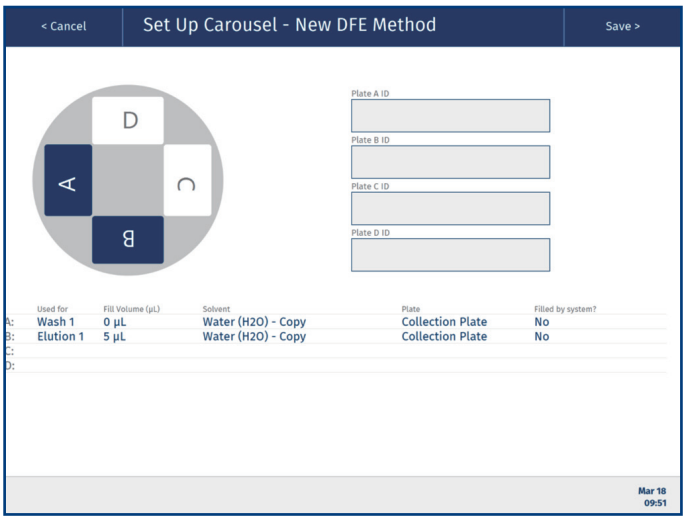

图 56. 在 Extrahera HV-5000 上设置 DFE 运行时的 Set Up Carousel 视图。
29. 如方法中指定的，将 12、24 或 48 位收集板或支架装载到转盘上；请参阅 **Set Up Carousel** 视图（参见图 56）。
29. 将 DFE 转盘提升器 (P/N 416868SP)、板和溶剂（如果适用）装载到转盘中，如 **Set Up Carousel** 视图所示（请参阅图 56）：